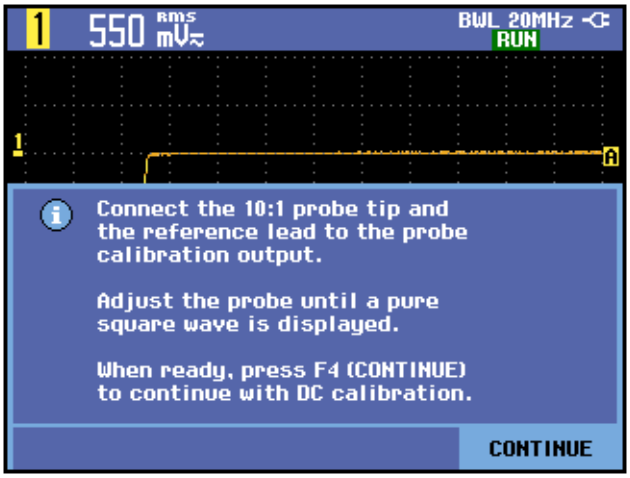

図 3: 方形波の立上りエッジ
9. 画面に方形波（約 500 Hz）の立上りエッジが表示されます。これがプローブの校正に使用する信号です（プローブの校正については『THS3000 シリーズ・オシロスコープ・ユーザ・マニュアル』を参照してください）。（図 3 参照）。